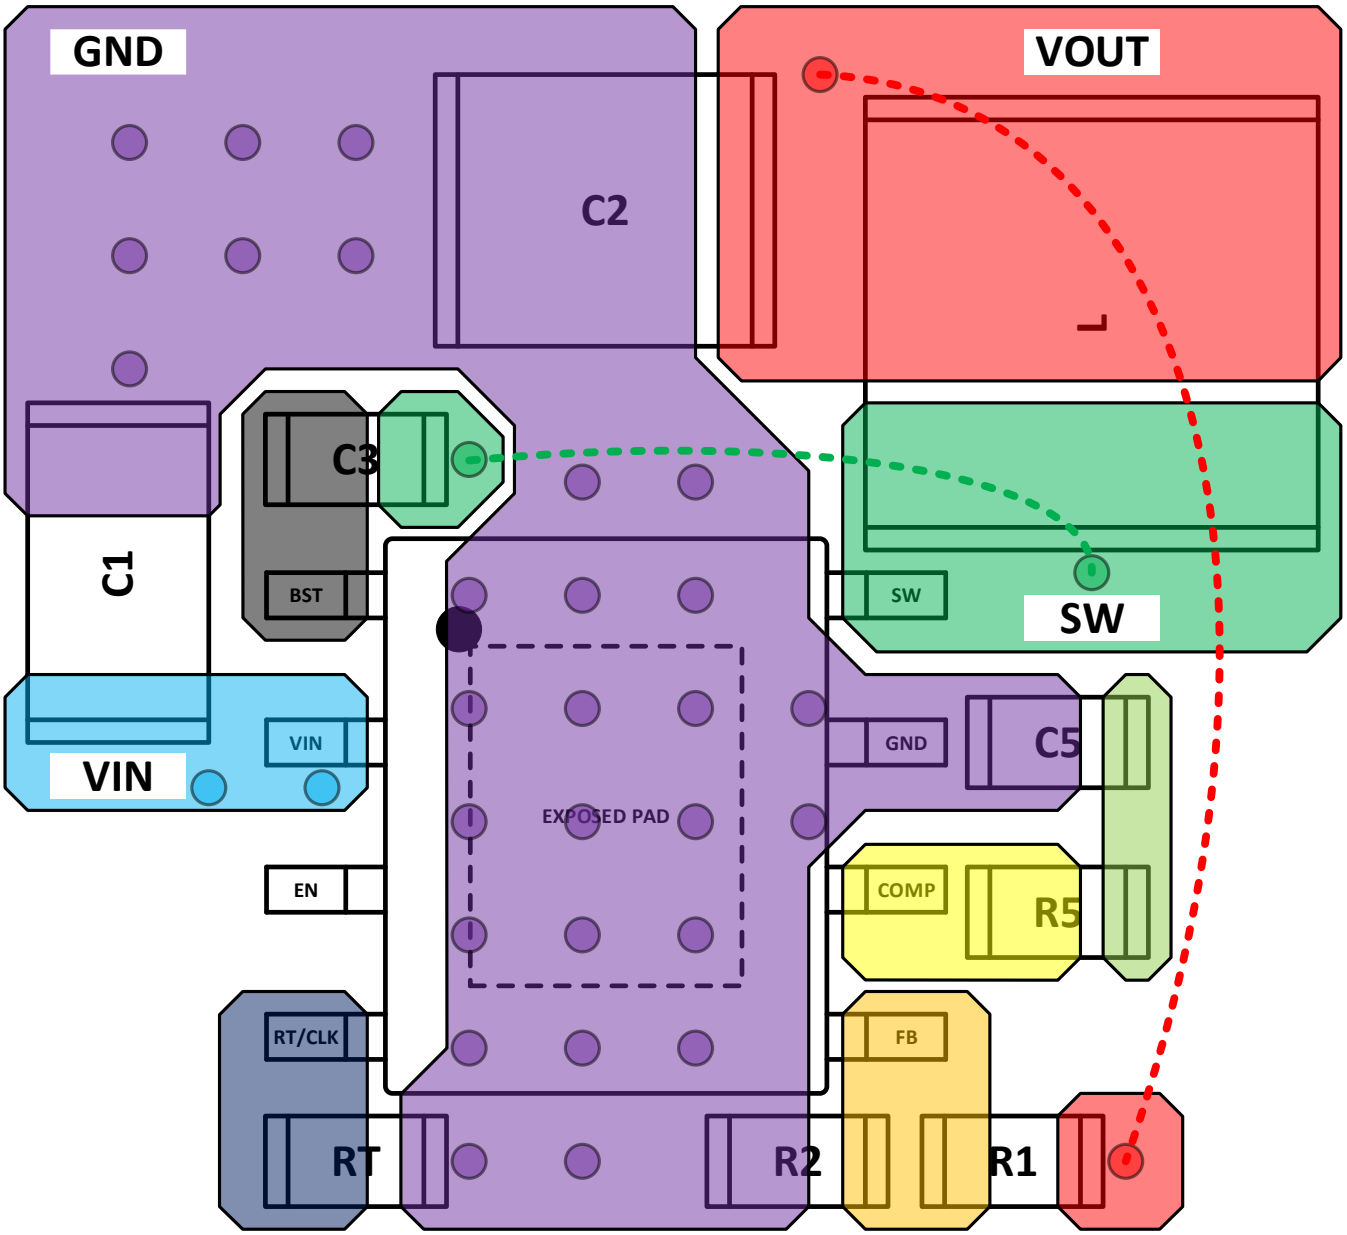

Figure 34. Recommended PCB Layout
9. See Figure 34 for more details.